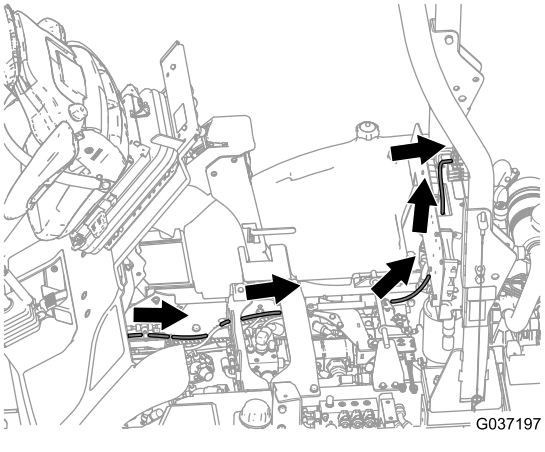

Figur 32
6. Dra kabeln runt plattformens svängtapp och tillbaka till säkringsblocket (Figur 32).